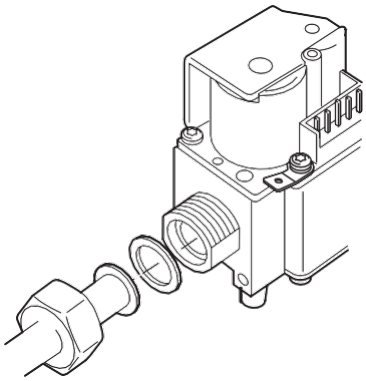

**Fig. 6. External thread connection with nut and flat sealing ring**
**With $^3/_4$” nut and olive (see fig. 6.)**